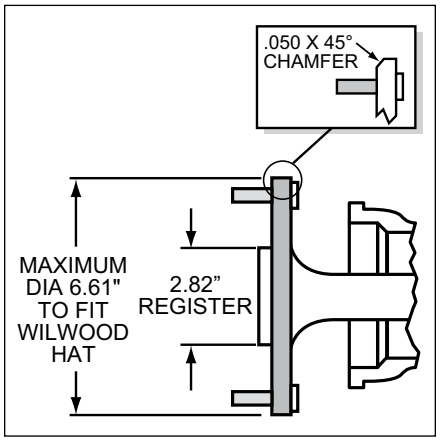

Figure 2. Axle Flange Maximum Dimension
- Axle center register diameter is 2.82", Figure 2. This kit uses Wilwood's removable center register adapters. Rotors can either be centered on the axle register, i.e. *register-centric* or centered on the wheel studs, i.e. *stud-centric.* Due to variations in wheel stud final diameters, *register-centric* centering can be a more accurate method of centering the rotor to the axle. Wilwood offers various diameter adapters for purchase in addition to the ones supplied in this kit, see Table 1.